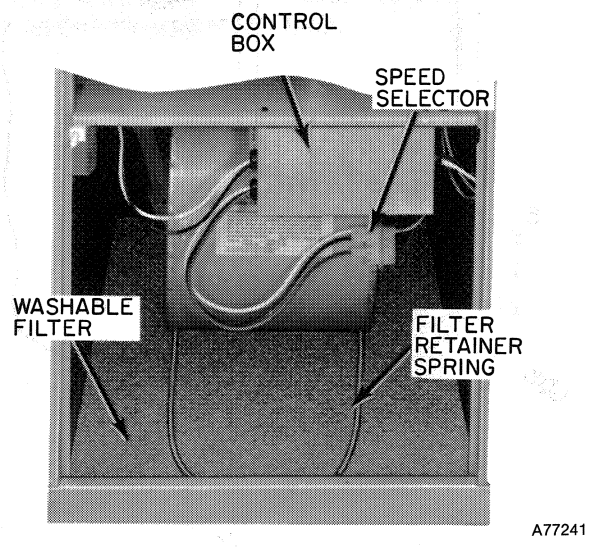

Figure 7—Filter Installed for Bottom Inlet
The filter is factory-installed in the bottom of the furnace. This is for bottom inlet application. See Figure 7.
To change motor speed taps, remove the motor tap lead (See Figure 7 and Table IV.) and relocate it on the desired terminal on the plug-in terminal block/speed selector located on the blower.
3. Remove electrical leads from numbered side of Molex speed selector. See Figure 7 and Table IV. Note location of wires for reassembly.